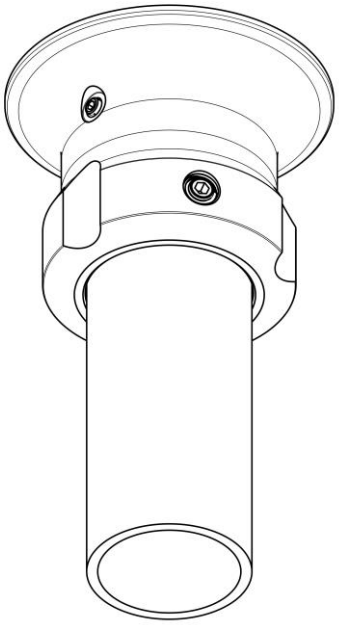
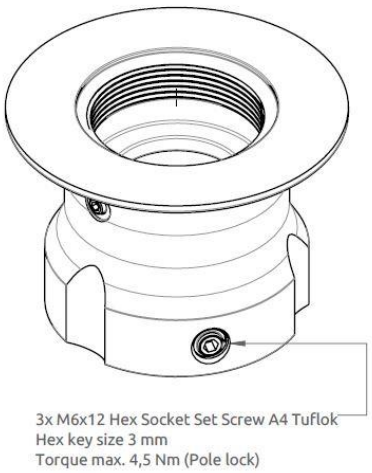
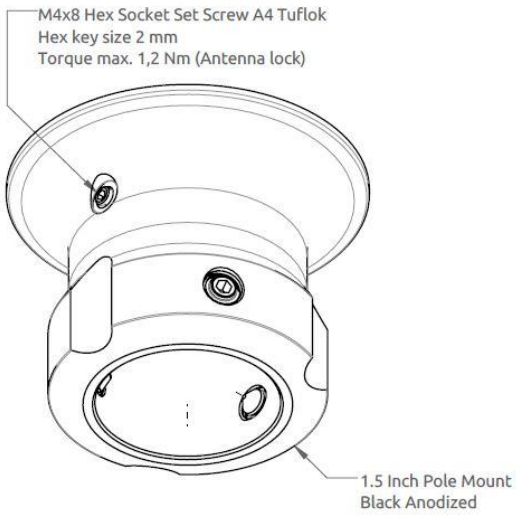

Figure 18: Pole Mount (1.5” tube), Antenna Unit.
Figure 19: Pole Mount (1.5” tube), Antenna Unit.
Figure 20: Pole Mount (1.5” tube), Antenna Unit.
The Pole Mount (1.5” tube), Antenna Unit is illustrated in Figure 18 to Figure 20.
4. Screw the pole mount (clockwise) on the LT-3130 Antenna Unit, and fasten the antenna lock pinot screw, as illustrated in Figure 20 (max torque = 1.2 Nm)
5. The LT-3130 Antenna Unit and pole mount can now be mounted on the 1.5” tube. Fasten the three pole lock pinot screws, as illustrated in Figure 19 (max torque = 4.5 Nm)
NOTE: The Pole Mount (1.5” tube), Antenna Unit only support a 1.5” tube. The pinot screws (antenna and pole lock) torques are specified in Figure 19 and Figure 20. The pole mount is made of milled aluminum (anodized). The pinot screws are made of A4 stainless steel.